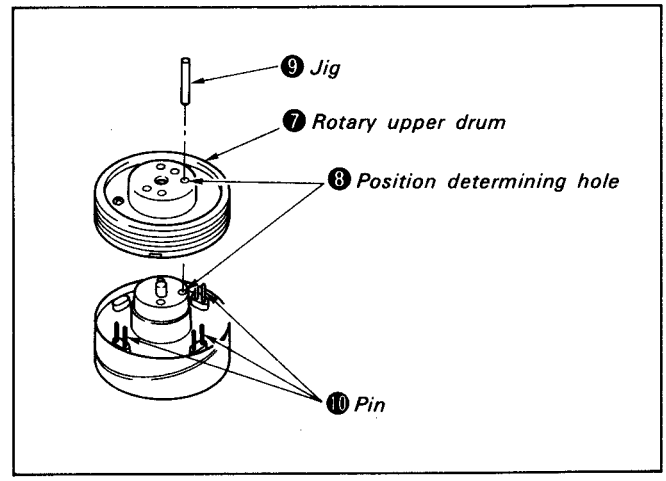

Fig. 2-41
2) Insert the rotary upper drum slightly into the shaft while adjusting by using jig ❾ (Ref.No.J-10) so that the position of rotary upper drum ❼ and position determining hole ❽ coincide. (See Fig.2-41) At this point, be sure to confirm that pin ❿ is protruded from the hole of the rotary board.